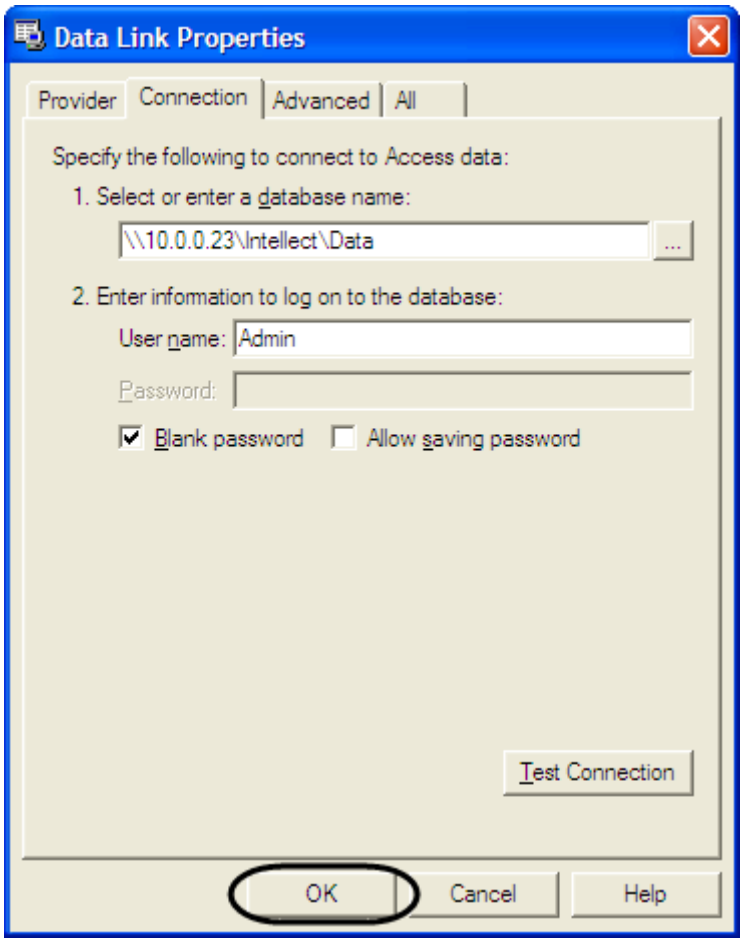

Figure 9.4-10. Confirming the changes
g. In case of a successful test, confirm the database change by clicking the OK button (Figure 9.4-10).